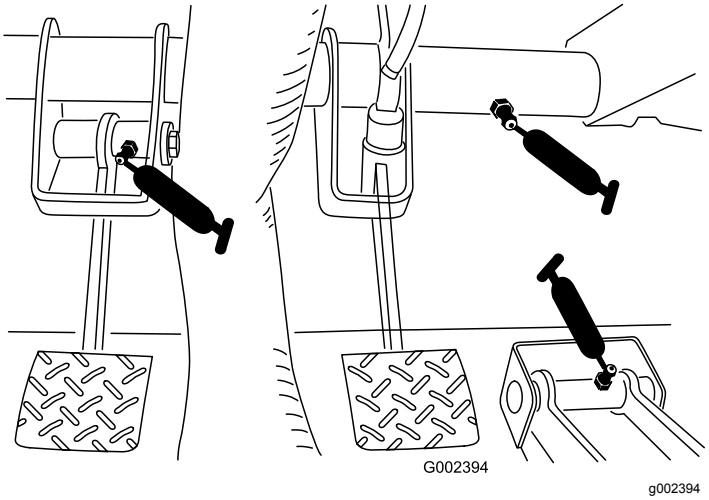

Figur 31
- **Bremse (1)**. Se Figur 31
- **Clutch (1)**. Se Figur 31
- **Gass (1)**. Se Figur 31